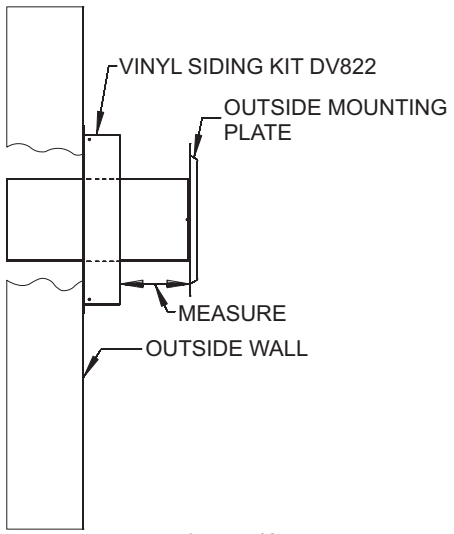

Figure 49
5. Attach the inlet tube to the outside mounting plate. Align tinnerman clips on the tabs of the air inlet tube to the holes on outside mounting plate, and fix with (2) #10 x 1/2” screws.
6. With the vinyl siding kit installed to wall (if necessary), insert the 6 5/8” (168 mm) diameter tube with outside mounting plate attached through hole in wall. Connect to collar on fireplace or rigid vent system. Measure between wall or vent cap extension and outside mounting plate (Figures 49 and 50).